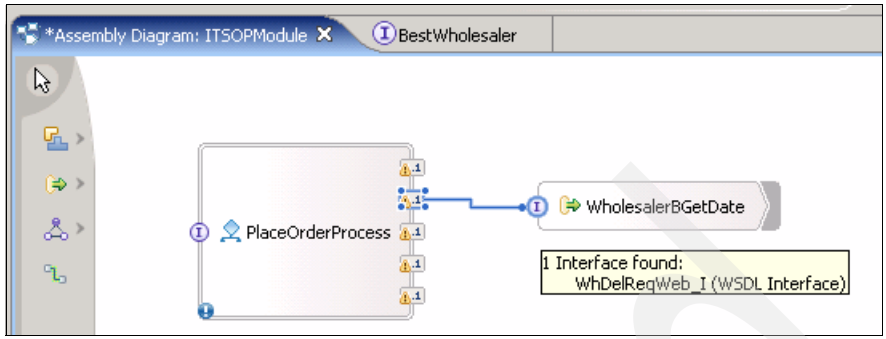

Figure 12-6 Connecting PlaceOrderProcess with WholesalerBGetDate
5. Hover over the WholesalerBDeliveryDaysPartner reference on the PlaceOrderProcess component. Drag the **handle** to the interface of the **WholesalerBGetDate** component to create a connection between the two (Figure 12-6).